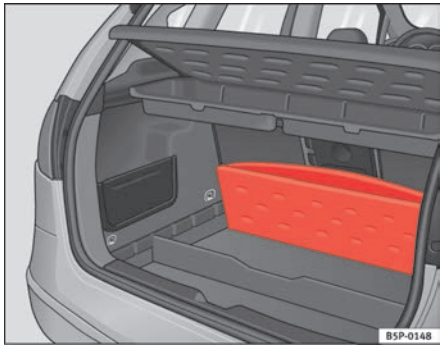

Fig. 105 Foldable luggage compartment cover
– Lift the luggage compartment floor and fold it back all the way ⇒ fig. 105.